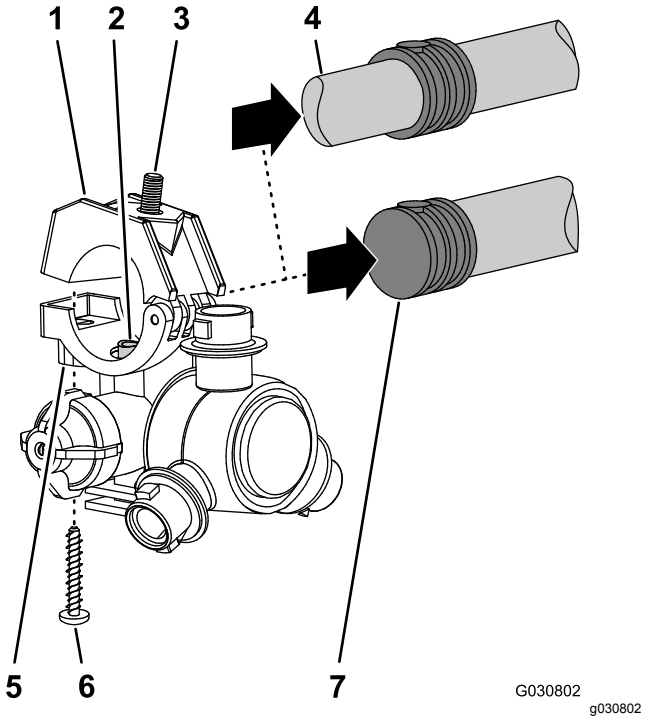

Figur 121
5. Ved arbejde med de 8 sprøjtedyser, du afmonterede i trin 1, skal du fjerne de rustfri stålskruer (nr. 12 x 1-1/4 tomme), som fastgør de øverste klemmehalvdele og dobbelt- eller enkeltmodhage-skafterne (3/4 tomme) til kroppen af hver af sprøjtedysene, og fjerne modhage-slangeskafterne (Figur 121).